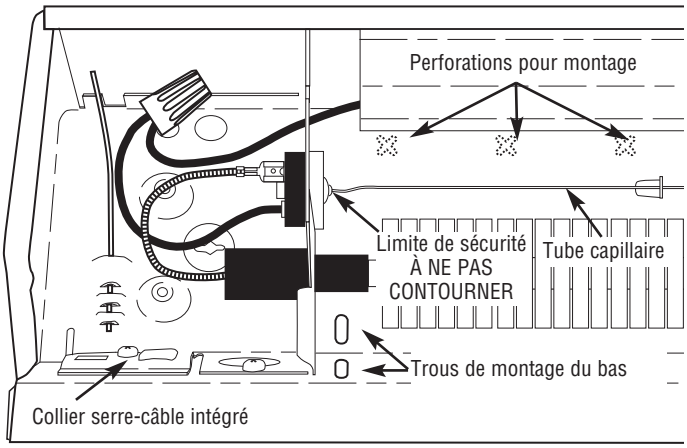

Figure 4 : Vue du compartiment de câblage du côté gauche
10. Au montage du radiateur, si les trous de montage inférieurs ne sont pas utilisés (Voir la Figure 4), assurez-vous que des vis n'endommagent pas le câblage d'alimentation dans la zone derrière le radiateur.
11. N'enlevez pas et ne contournez pas le contrôle de limite de sécurité car cela pourrait faire du radiateur un risque de départ d'incendie – consultez la figure 4.
5. Desserrez la vis du collier serre-câble (Figure 4) ou ouvrez le trou à enfoncer voulu du compartiment de câblage du radiateur. Installez le câble d'alimentation électrique dans le compartiment de câblage en laissant au moins 6 pouces (153 mm) de câble pour le raccordement au radiateur. Pour installer deux câbles d'alimentation en utilisant le collier serre-câble intégré, courbez vers le haut la patte couvrant le deuxième trou et ramenez-la vers la cloison arrière du compartiment de câblage. Si un serre-câble intégré n'est pas utilisé, installez une retenue de câble approuvée (non incluse) dans le trou à enfoncer choisi.
REMARQUE: Des perforations marquées d'une croix pour le montage sont fournies à l'arrière du carter de radiateur au-dessus de l'élément de chauffe aux emplacements pour vis de montage (Voir la Figure 4).
6. Positionnez le radiateur à l'emplacement voulu et fixez-le au mur avec des vis à bois ou de la visserie appropriée. Localisez les poteaux muraux et si possible fixez les vis dedans. Pour des radiateurs jusqu'à 6 pieds (1,8 m) de long, une vis à chaque extrémité est adéquate. Pour des unités plus longues, une vis additionnelle au centre est nécessaire. Serrez ces vis, puis desserrez-les d'un quart de tour pour permettre au radiateur de se dilater et de se contracter pendant son utilisation. Si l'unité est montée au-dessus du sol, deux trous de montage additionnels sont fournis à chaque extrémité sous l'élément de chauffe (Voir la Figure 4). Installez une vis supplémentaire à chaque extrémité pour la stabilité, en vous assurant de les dévisser chacune d'au moins un quart de tour.
5. Un contrôle de limite de sécurité est fourni pour couper automatiquement le radiateur s'il est obstrué ou chauffe trop pour toute raison, du fait de conditions anormales (Voir les Figures 4 et 5). NE contournez PAS ou ne désactivez pas ce dispositif de sécurité (Voyez l'avertissement 11 en page 2). Durant un fonctionnement normal ce dispositif de contrôle ne doit pas s'activer. Si vous constatez que de contrôle s'active, assurez-vous que le radiateur n'est pas obstrué. Si le radiateur continue d'être coupé en chauffant, débranchez son alimentation et faites-le vérifier et réparer par un électricien qualifié.